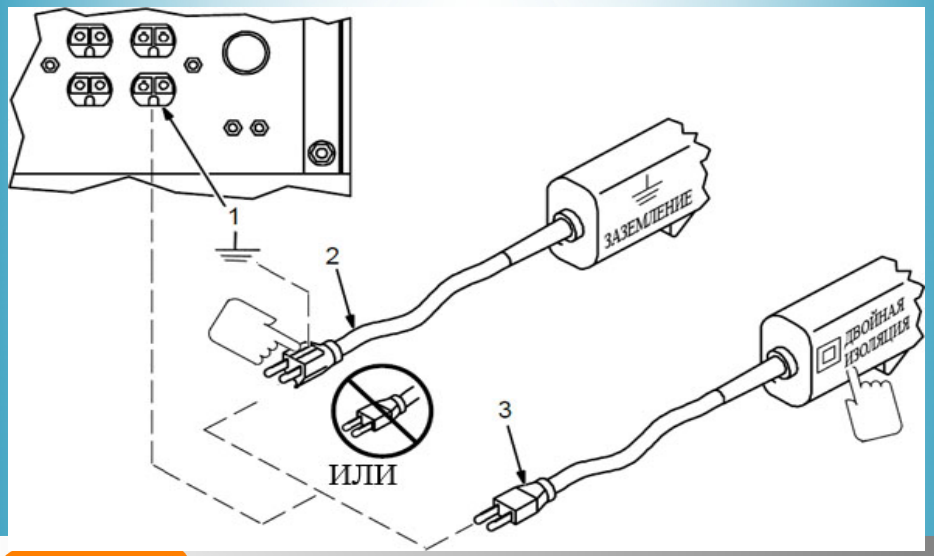

Рис. 4.
10.3.4. Подключаемые потребители должны иметь (рис. 4):